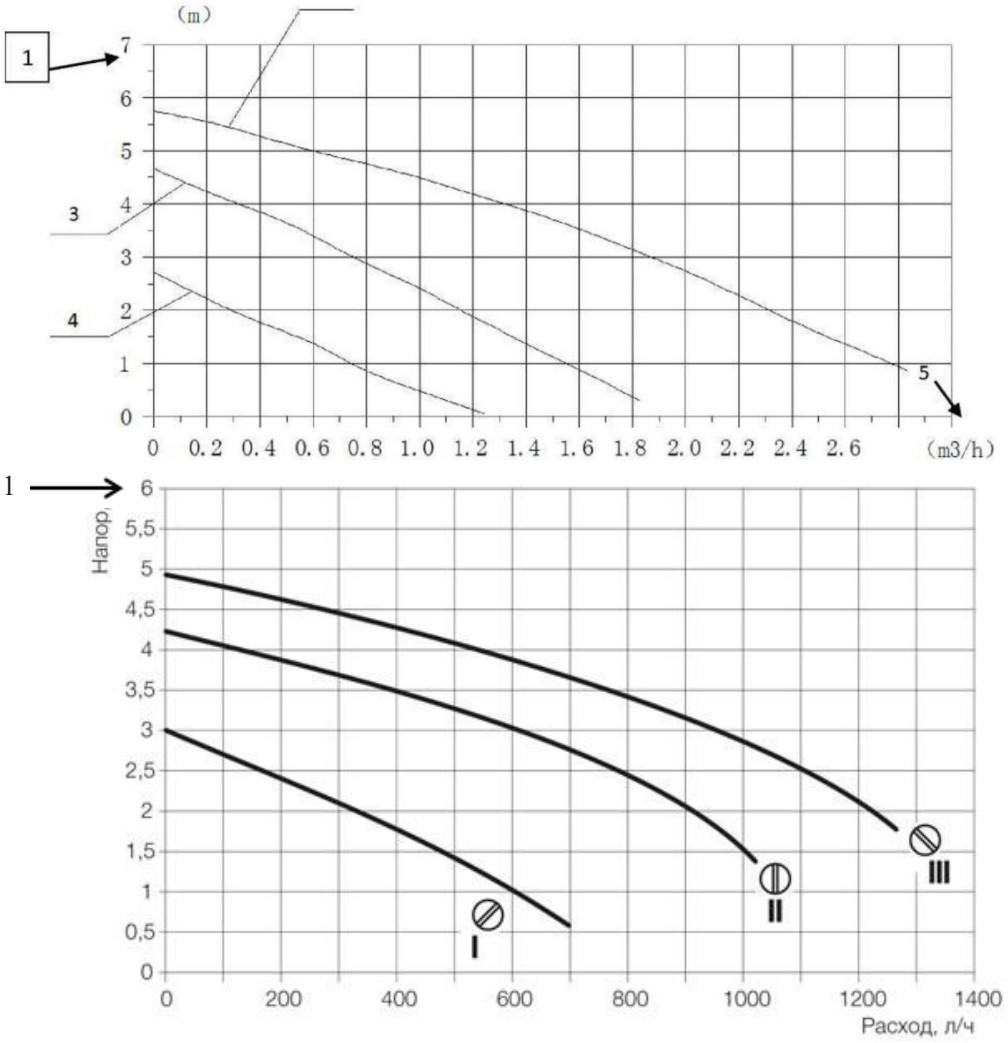

Рис. 7
3.7 Диаграмма характеристик циркуляционного насоса (рис. 7)